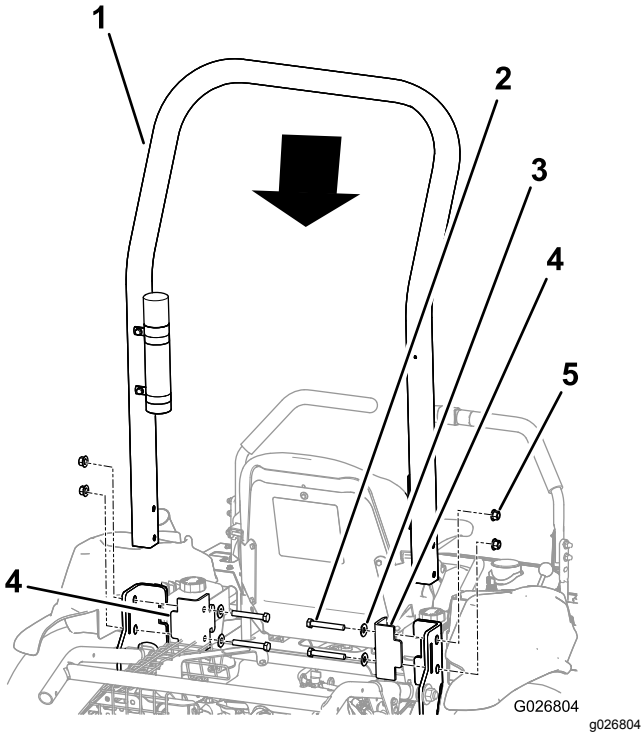

**Рисунок 6**
2. Установите защитную дугу на машину, как показано на Рисунок 6.